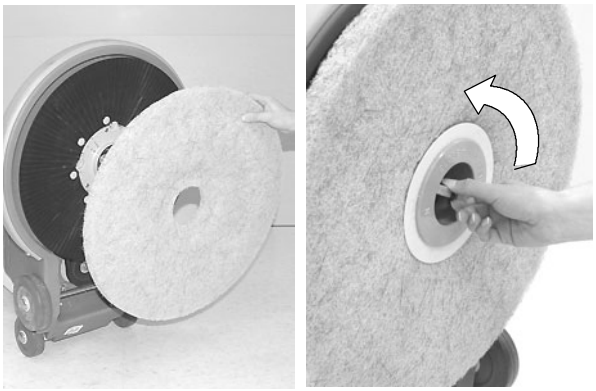

FIG. 1
5. 把选择的软垫放在驱动器上，拧紧螺丝。确认螺丝拧紧。（图1）